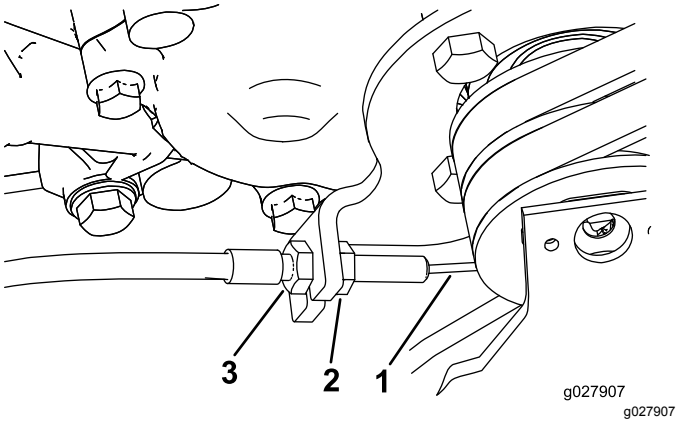

Figur 49
3. Öka kabelspänningen genom att lossa kabelns främre kontramutter och dra åt dess bakre kontramutter (Figur 49) tills en kraft på 8–9 Nm uppnås för att koppla in hjuldrivningen.